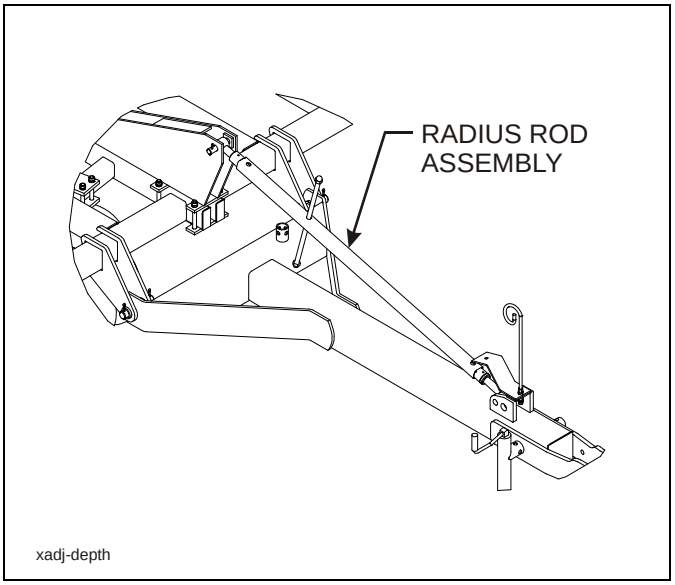

**Figure 4-4: Adjusting Unit Working Depth**
1. Raise the unit to take the weight off of the transport locks. Remove the transport locks from the lift cylinders (on the main frame only) **(See Figure 4-4.)**
2. Check the front to rear leveling of the frame. Adjust radius rod until frame is level at working depth and all sections of the machine are cutting at the same depth **(See Figure 4-4.)**